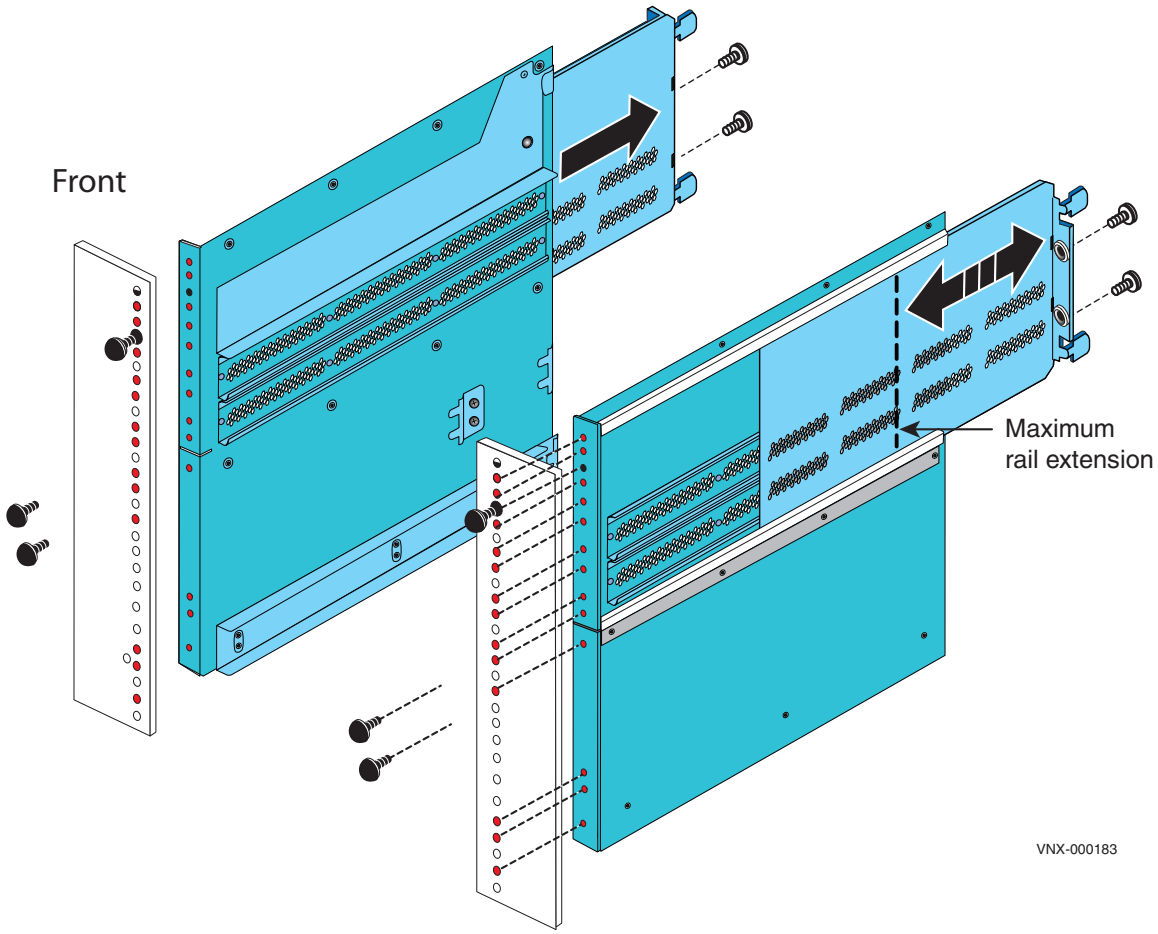

**Figure 4** Installing rails
1. Slide the 8U ganged rail into the appropriate location in the site rack (for space considerations find the lowest available space) as shown in Figure 4.